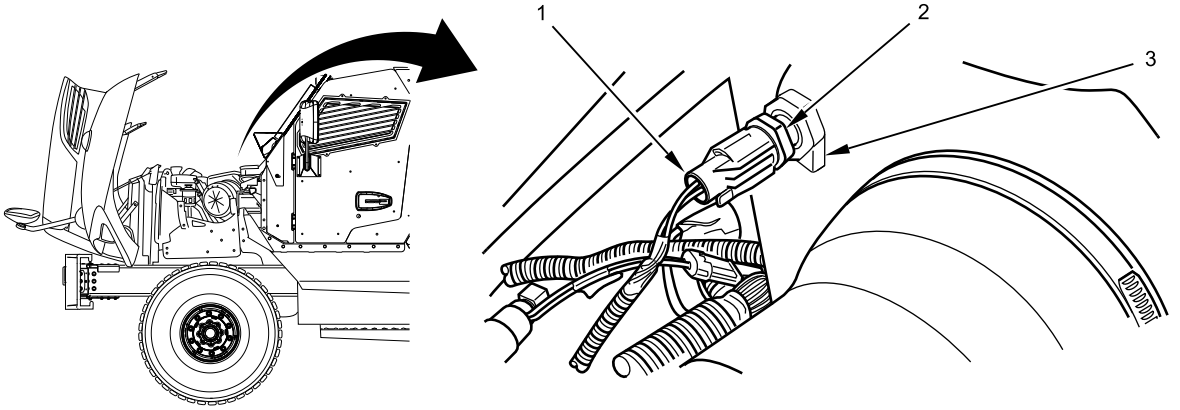

Figure 1. IAT Sensor.
1. Disconnect electrical connector (Figure 1, Item 1) from IAT sensor (Figure 1, Item 2).
2. Remove intake air temperature sensor (Figure 1, Item 2) from air cleaner assembly (Figure 1, Item 3).